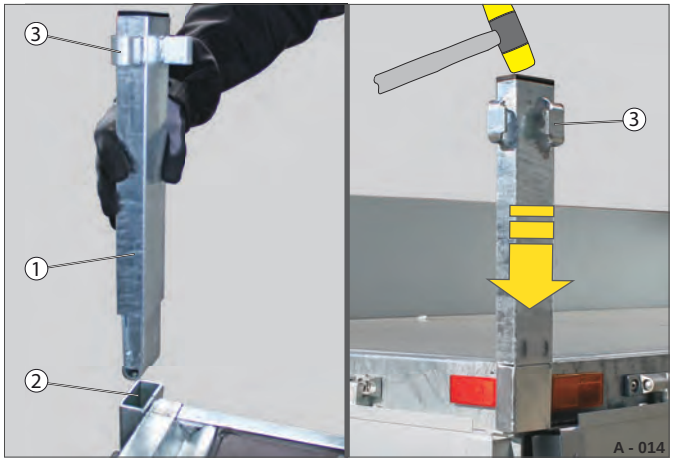

Fig. 15 Isætning af hjørnestivere
▶ Sæt alle hjørnestiverne (Fig. 15 /1) i stiversoklerne (Fig. 15 /2) - vær opmærksom på retningerne på lukkefremspringene (Fig. 15 /3).